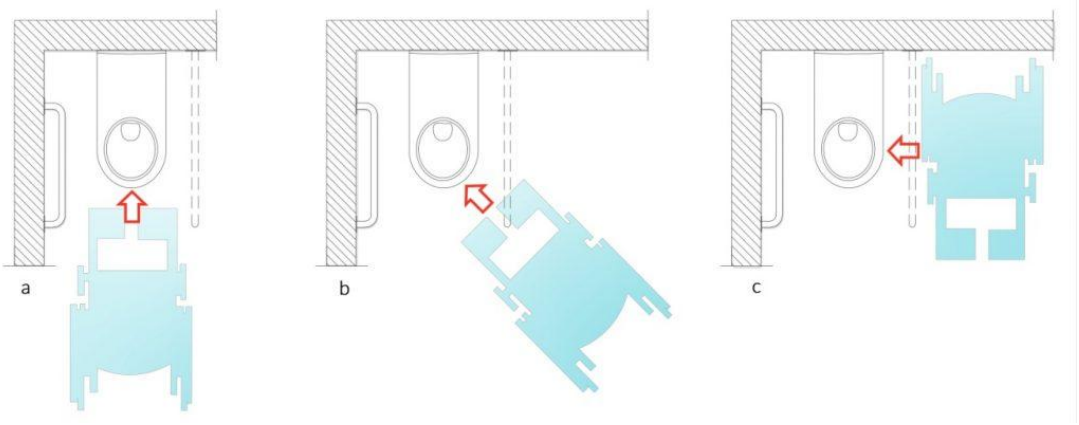

Rys. 1. Rodzaje transferu z wózka inwalidzkiego na muszlę ustępową (rysunki poglądeowe)
a) montowane w odległości 30 – 40 cm od osi muszli (do osi poręczy) oraz na wysokości 70 - 85 cm (górna krawędź poręczy), oraz wystające 10 – 15 cm przed muszlę, (patrz rys. 1)